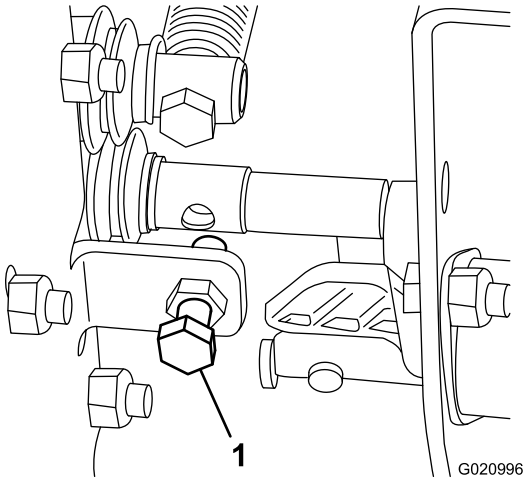

Rysunek 24
- Jeżeli prędkość unoszenia maszyny jest zbyt mała lub zbyt duża, należy dokonać regulacji śruby, jak pokazano na Rysunek 24.